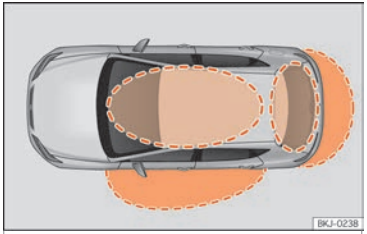
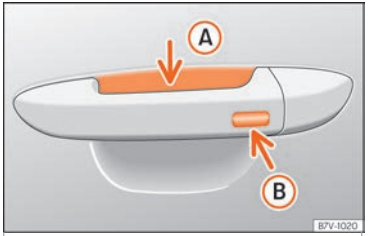

Fig. 87 Keyless Access: proximity zones.
Fig. 88 Door handle: sensor surfaces
››› Fig. 88
Keyless Access is a key-free locking and ignition system to unlock and lock the vehicle without actively using its key. To do this, all that is required is to have a valid vehicle key in the detection area where you are attempting to access the vehicle ››› Fig. 87 and to touch one of the sensor surfaces on the door handles ››› Fig. 88 ››› ❗.
If a valid key is in the proximity of the car ››› Fig. 87, the Keyless Access locking and starting system gives the key entry as soon as one of the sensor surfaces on the front door handles is touched.
- Grip the driver door handle. When you do this, you touch the sensor surface ››› Fig. 88 Ⓐ (arrow) of the handle and the vehicle unlocks.
- Touch (*once*) the locking sensor surface ››› Fig. 88 Ⓑ (arrow) on the driver's door handle. The door that is used must be closed.
- Touch (*once*) the sensor surface ››› Fig. 88 Ⓑ (arrow) on the driver's door handle. The vehicle locks with the "Safe" security system ››› page 104. The door that is used must be closed.
- Touch (*twice*) the sensor surface ››› Fig. 88 Ⓑ (arrow) of the driver door handle to lock the vehicle without activating the "Safe" security system ››› page 104.
When the vehicle is locked, the rear lid automatically unlocks on opening if there is a valid vehicle key in the proximity ››› Fig. 87.
- Push the central locking button on the remote control and touch the locking sensor surface of the driver door handle ››› Fig. 88 Ⓑ within the following 5 seconds. Do not grasp the door handle; otherwise the vehicle will not unlock. Deactivation is also possible if the vehicle is locked through the driver's door lock.
To close all the electric windows and the sunroof using the **comfort function**, keep a finger for a few seconds on the locking sensor surface ››› Fig. 88 Ⓑ (arrow) of the door handle until the windows and roof have closed.
The sensor surfaces on the door handles could engage if hit with a water jet or high pressure steam if there is a valid vehicle key in the proximity. If at least one of the electric windows is open and the sensor surface ››› Fig. 88 Ⓑ (arrow) on one of the handles is activated continuously, all windows will close.